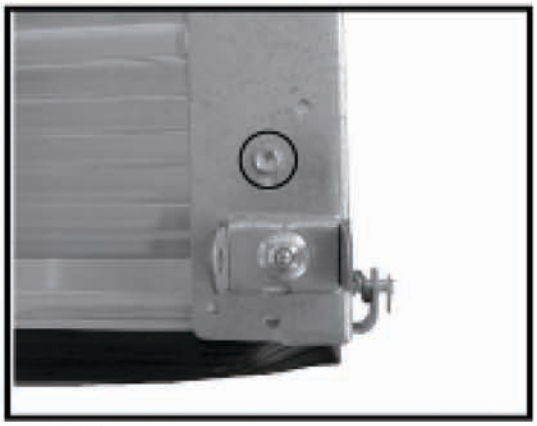

FIG. 3-D
Step 3-3: **Next screw bottom fixtures to bottom section with** a self-tapping screw. Slide the bottom fixture onto the bottom of the bottom section. Align the pre-drilled hole in bracket with the pre-drilled hole in the section to ensure correct placement of the bracket. (FIG. 3-D)